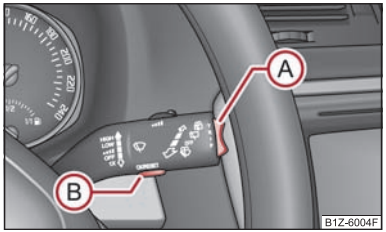

Fig. 19 Indicateur multifonctions: organes de commande
La modification de la mémoire se fait au moyen de la touche (B) ⇒ fig. 19 sur la manette des essuie-glaces.
Le bouton à bascule (A) et le bouton (B) se trouvent dans la poignée de la manette des essuie-glaces ⇒ page 19, fig. 19.
Un symbole représentant un flocon de neige (signal d'avertissement contre le verglas) apparaît si la température extérieure descend en-dessous de + 4 °C et un signal retentit. Quand on appuie sur le bouton à bascule (A) de la manette des essuie-glaces ⇒ page 19, fig. 19, la fonction représentée est la dernière à avoir été affichée.
Le trajet parcouru depuis le dernier effacement de la mémoire apparaît sur le visuel ⇒ page 19. Si vous souhaitez mesurer un trajet à partir d'un moment précis, effacer la mémoire au moment souhaité en appuyant sur le bouton (B) ⇒ page 19, fig. 19 de la manette des essuie-glaces.
La vitesse moyenne en km/h depuis le dernier effacement de la mémoire apparaît sur le visuel ⇒ page 19. Remettre la mémoire à zéro avec le bouton (B) ⇒ page 19, fig. 19 de la manette des essuie-glaces pour déterminer la vitesse moyenne sur une certaine période.
- Le sélecteur (A) ⇒ page 19, fig. 19 permet de sélectionner la commande de menu **Avertissement en cas de dépassement de la vitesse**.
- Activer le réglage de la limite de vitesse en appuyant sur le sélecteur (B) (la valeur clignote).
- Régler la limite de vitesse souhaitée avec le sélecteur (A), p. ex. : 50 km/h.
- Confirmer la limite de vitesse réglée avec le sélecteur (B), ou attendre 5 secondes jusqu'à ce que le réglage s'enregistre automatiquement (la valeur arrête de clignoter).